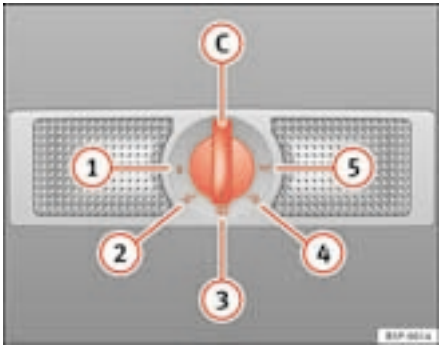

Fig. 79 Interior roof lining: interior rear lighting and reading lights.
The switch ⇒ fig. 79 (C) is used to select the following positions:
In switch position ⇒ fig. 79 (1), the interior and reading lights are switched off.